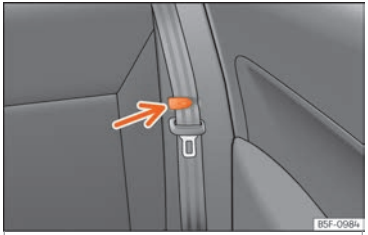

Fig. 162 Clip to support the seat belt.
- Place the side seat belts in the trim clip ››› Fig. 162.